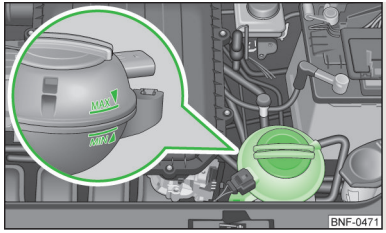

Fig. 98
The description of the coolant is shown in the coolant expansion reservoir » Fig. 98 *on page 106*.
- Do not fill the coolant above the mark A » Fig. 98 *on page 106*.
Coolant expansion reservoir » Fig. 98
› Check the level of coolant in the coolant expansion bottle » Fig. 98.
If the engine is warm, the test result may be inaccurate. The level can also be above the mark "MAX" » Fig. 98.
- Do not continue your journey if the fluid level has dropped below the "MIN" marking » Fig. 98 *on page 106*, do not continue driving - there is a risk of an accident! Seek help from a specialist garage.